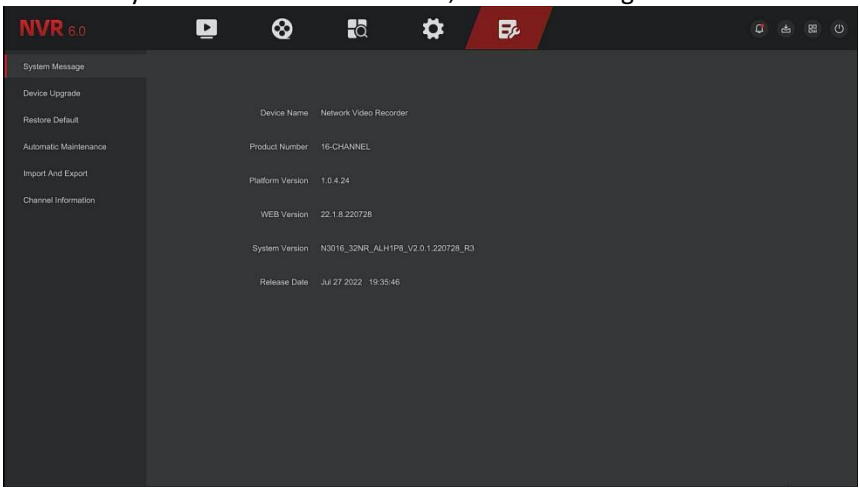

Figure 5-121
Step 1: On the main menu page, select “Maintain → System Message” to enter the system information interface, as shown in Figure 5-121 below.